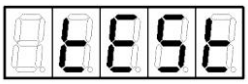

Рисунок 20
2. Кнопкой ← или → установить на индикаторе слово "tESt" (рисунок 20).